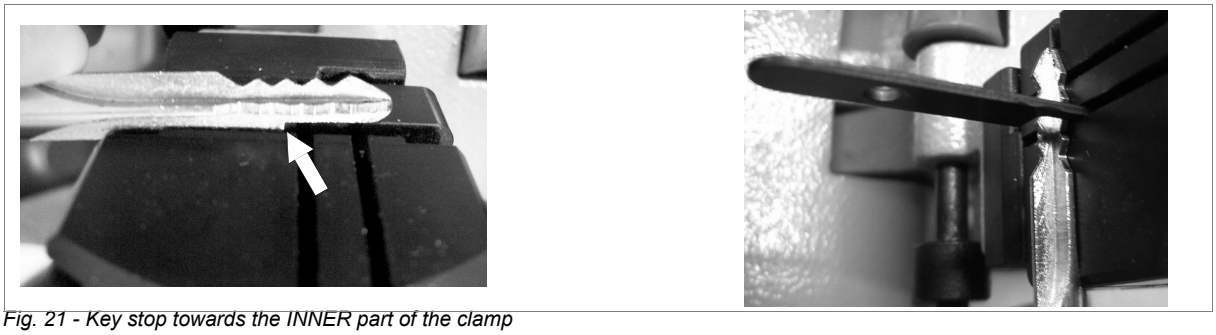
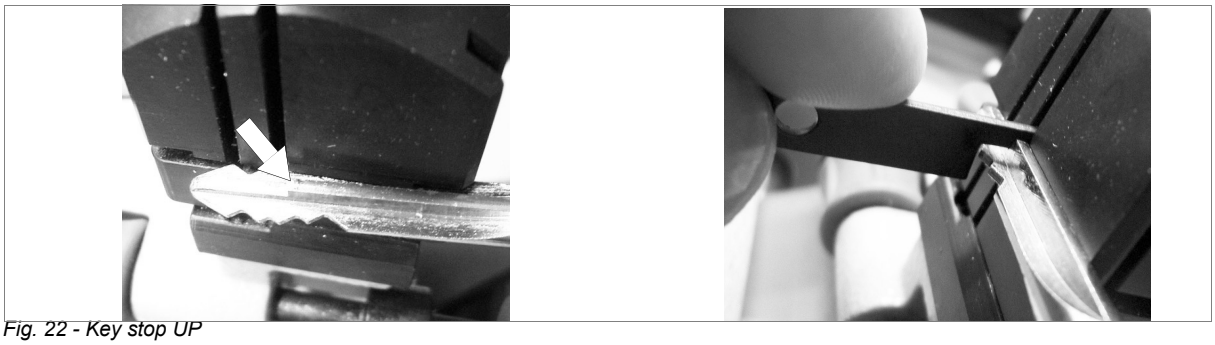
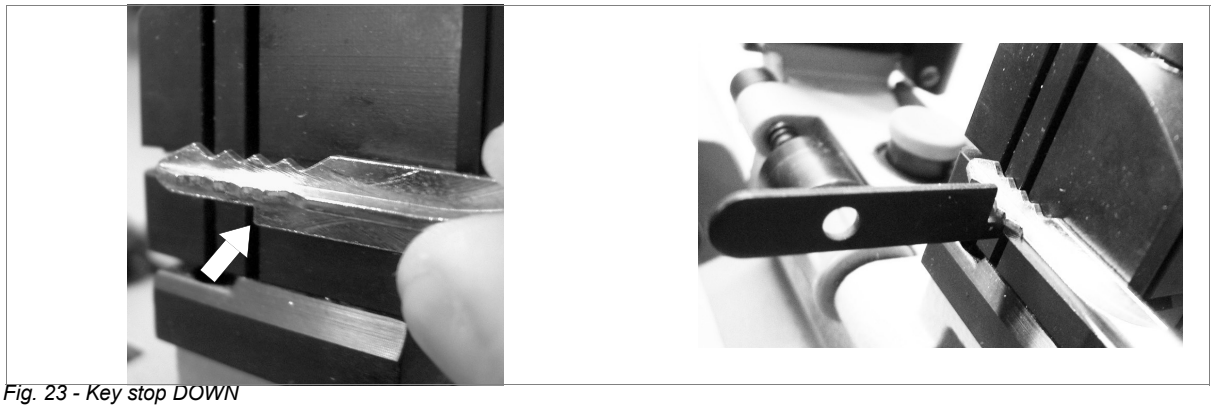

Fig. 21 - Key stop towards the INNER part of the clamp
Fig. 22 - Key stop UP
Fig. 23 - Key stop DOWN
- insert the grooved bar into the notch on the clamp according to the key stop (as shown in fig.21, fig.22 and fig.23).
3) Tighten the knob (F) to secure the key.